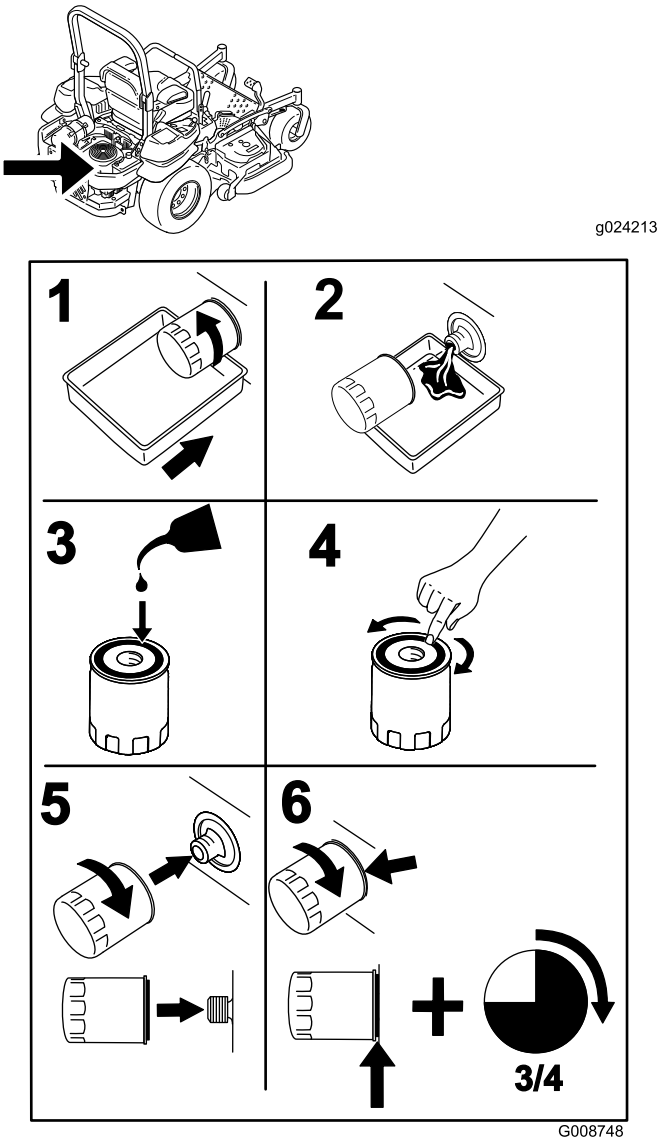

Figur 47
2. Skift motoroliefilteret (Figur 47).